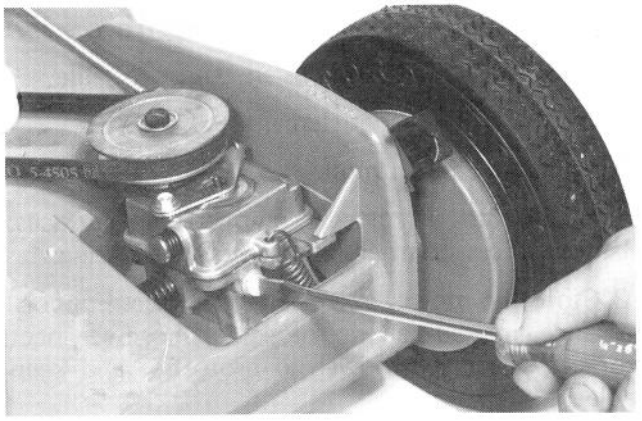

Figure 31
2. Place mower on level surface. Remove plastic plug from gear case (Fig. 31). Gear oil will flow out hole in gear case if filled to proper level. If no gear oil is evident, add oil.